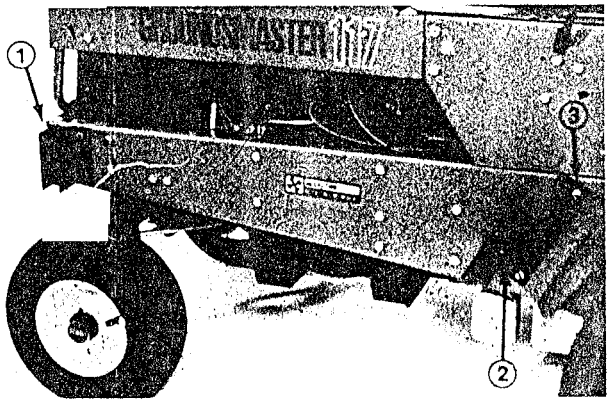

Figure 14
2. Align rear bracket with (2) mounting holes drilled. Use bracket as a template and mark and drill (2) .344" dia. holes in back of machine. Secure rear bracket to machine with (4) 5/16-18 x 1" lg. capscrews and nuts (Fig. 14 & 15).
3. Secure front bracket to machine with (2) 5/16-18 x 1" lg capscrews, nuts and (1) reinforcing plate. Plate to be positioned between nut and inside of frame channel on top capscrew (Fig. 14).